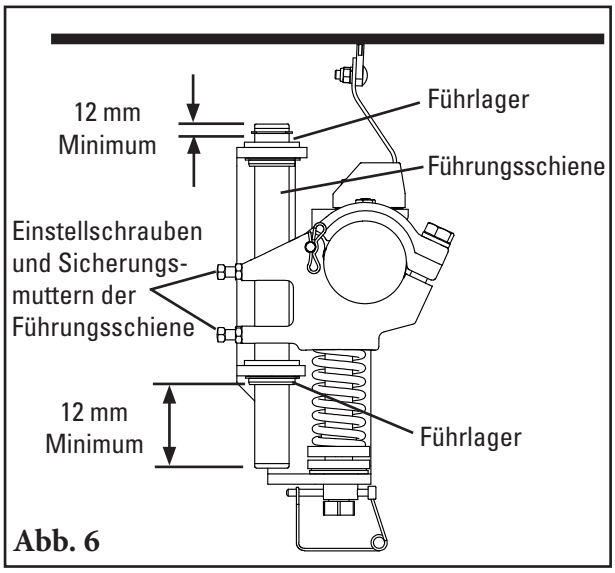

Abb. 6
6. **Führungsschienen befestigen.** Sicherstellen, dass die Enden der Führungsschienen mindestens 13 mm (1/2") über die oberen und unteren Führlager hinausragen. Falls eine Einstellung nötig ist, die Einstellschrauben und die Sicherungsmuttern der Führungsschiene lösen; dann die Führungsschiene mit leichten Schlägen nach unten oder oben bewegen. Die Einstellschrauben und die Sicherungsmuttern der Führungsschiene festziehen (Abb. 6).